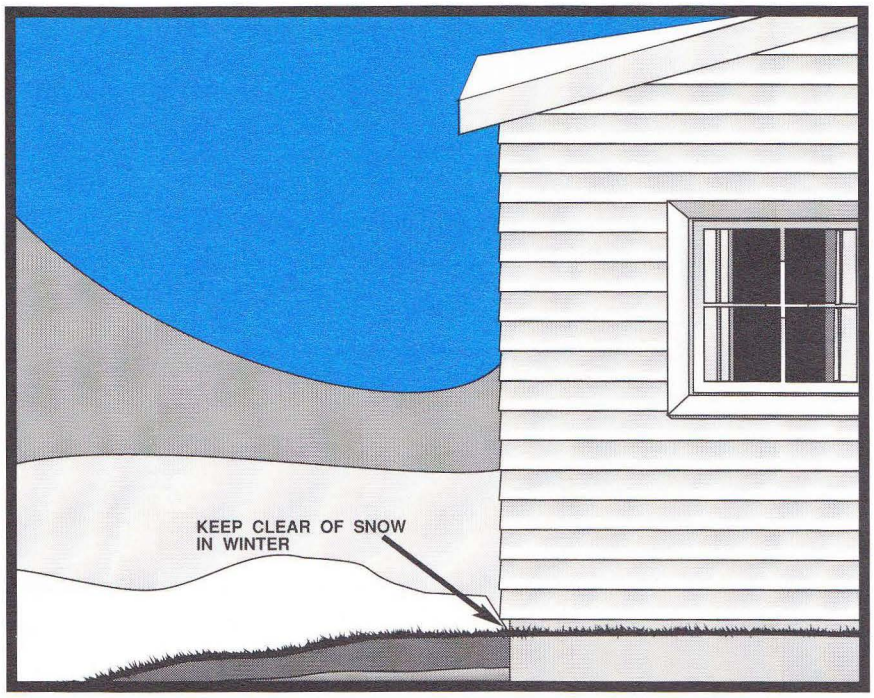

**FIGURE 30**
- Flower and vegetable beds should be graded away from the house perimeter to prevent accumulations of standing water. They could also be placed away from the house perimeter. (See Figure 30.)